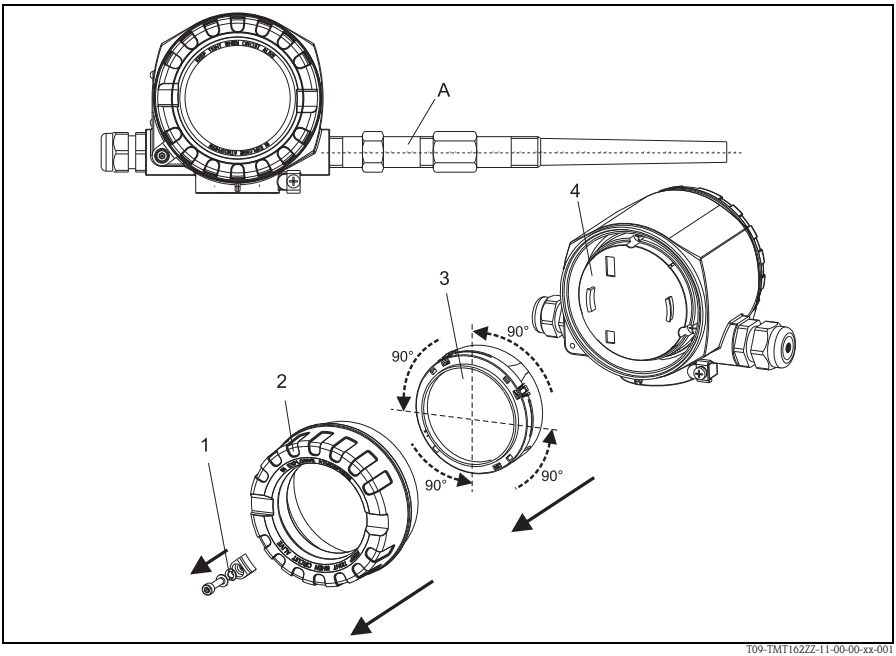

Fig. 1: Temperature field transmitter with sensor, 4 display positions, can be plugged-in in 90° steps
1. Remove the cover clamp (Fig. 1).
2. Unscrew the housing cover on the connection compartment together with the O-ring (see Fig. 1).